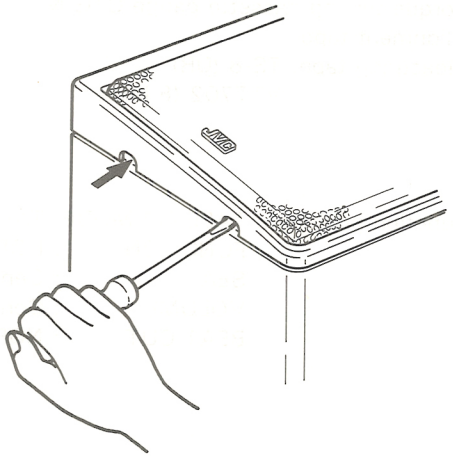

Fig. 7-20
1. As shown in fig. 7-20, insert a standard screwdriver in the hole of the part connecting the speaker panel assembly and speaker box, apply the principle of the lever and remove the adhered bonding, then disengage the speaker panel.